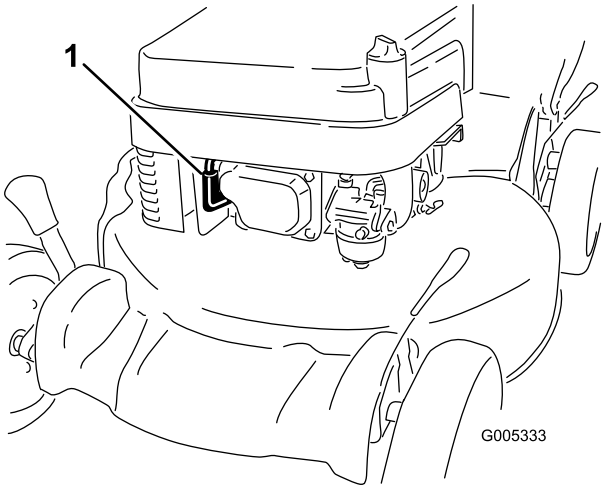

Figuur 10
1. Sluit de bougiekabel aan op de bougie (Figuur 10).